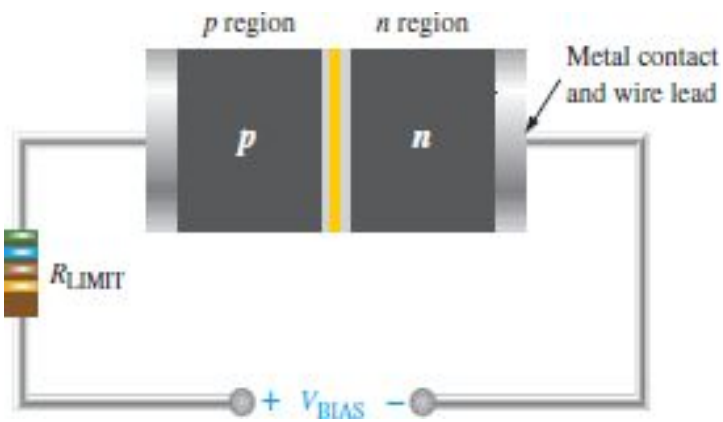

Figure 1: A diode connected in forward bias.
- As the **negative side of *V*BIAS** is connected to the ***n* region** of the diode and the **positive side** is connected to the ***p* region**, the diode is **forward biased.(Figure 1)**